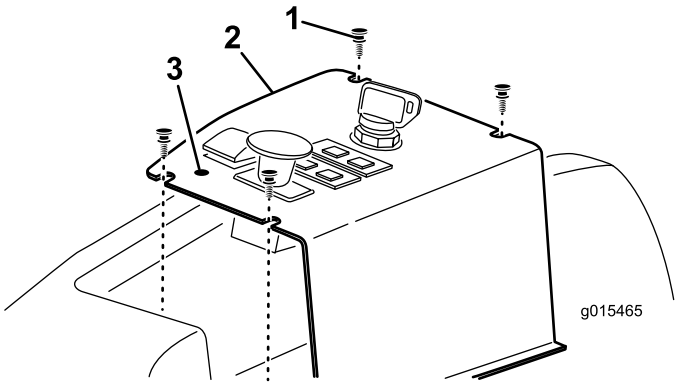

**Figur 12**
1. Leta upp och punktera försiktigt kontrollpanelens dekalmaterial framför lyftbrytaren så att du kommer åt monteringshålet för lyftlåsspaken (Figur 12).
2. Ta bort de (4) skruvarna som håller fast kontrollpanelen på maskinen (Figur 12).